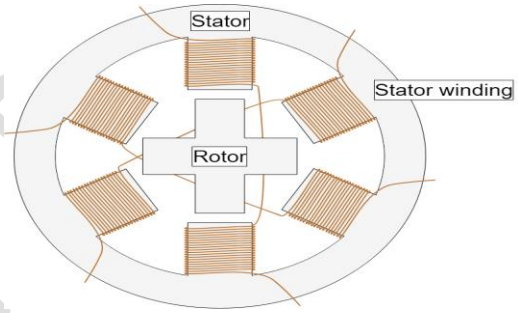

Figure 1: Cross-Section of a Stepper Motor
- We will dive deeper into the different rotor structures later. **Figure 1** shows a drawing representing the section of the motor is shown, where the rotor is a variable-reluctance iron core.